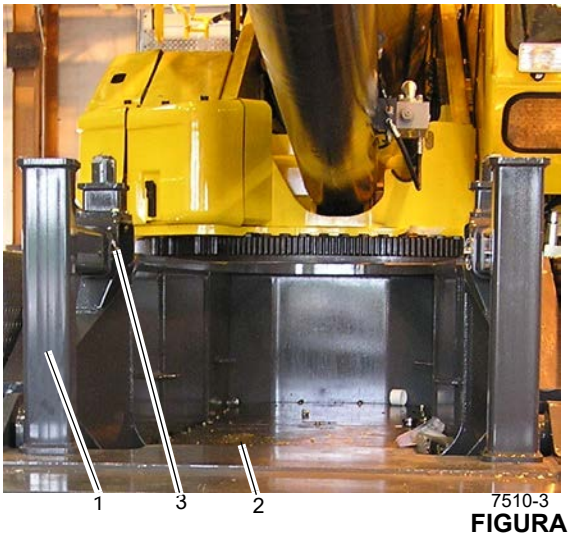

**FIGURA 5-9**
1. Prenda um dispositivo de elevação adequado com lingas aos suportes do contrapeso (1) (Figura 5-9).
2. Remova os pinos de engate (3).
3. Usando o dispositivo de elevação, retire os suportes do contrapeso (1) (Figura 5-9).